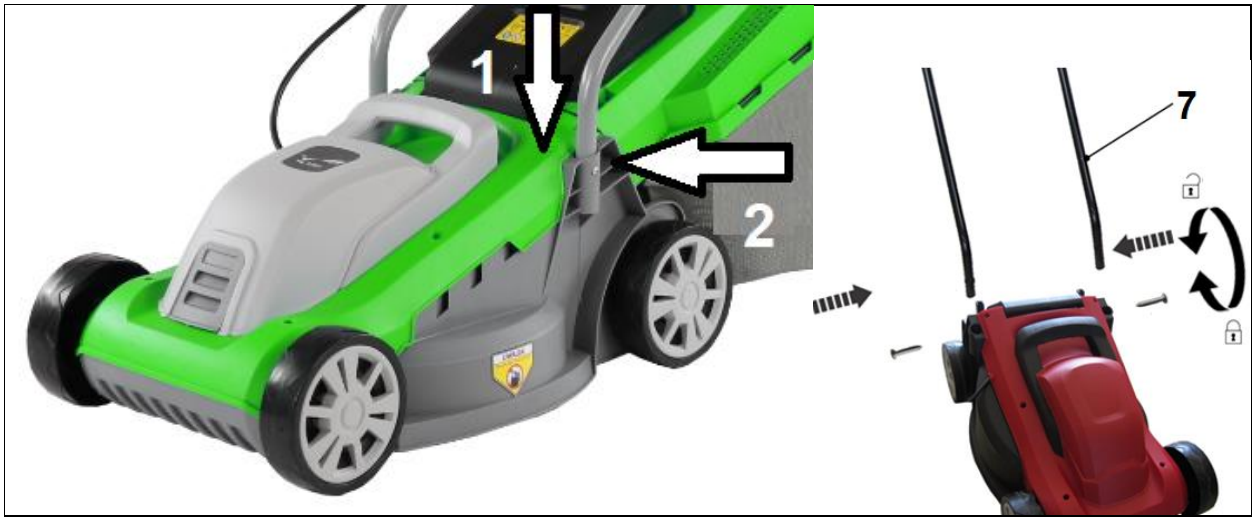

Rys. 4
2. Włóż dolne (prawą i lewą) części uchwytu (Rys. 1, poz. 7) w elementy mocujące po obu stronach obudowy kosiarki do trawy. Dokręć wkrętami (po obu stronach) tak jak to pokazano na Rys. 4.